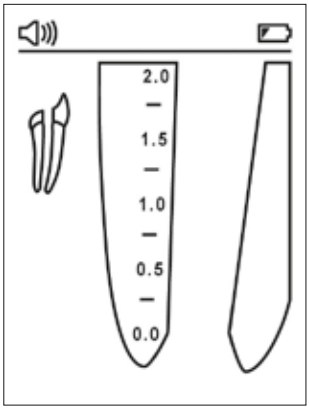

Figure 2
6.3.2. When the batteries are depleted, a flasing Low Battery indicator will appear in the upper right corner of the screen (Fig. 2). The CanalPro Apex Locator Compact will continue normal operation even with low batteries, but the batteries should be replaced before becoming flat.